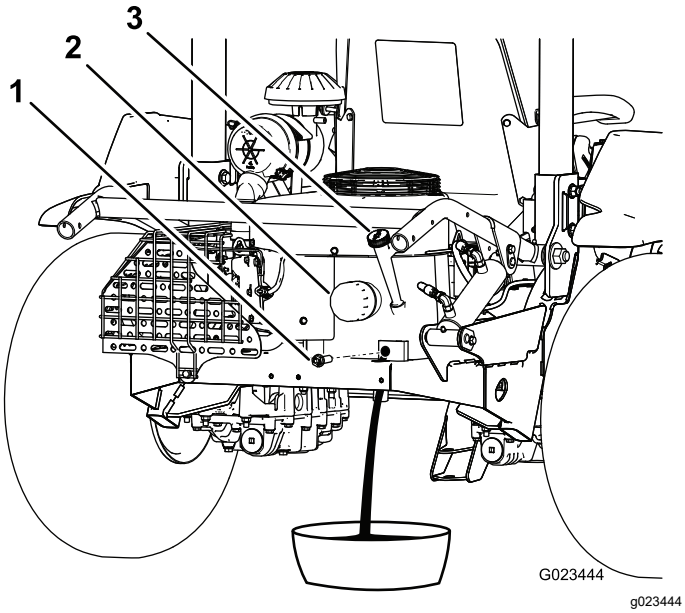

Rysunek 39
3. Odkręć korek spustowy (Rysunek 39) i poczekaj, aż olej ścieknie do odpowiedniego pojemnika. Zakręć korek, gdy olej przestanie wyciekać.